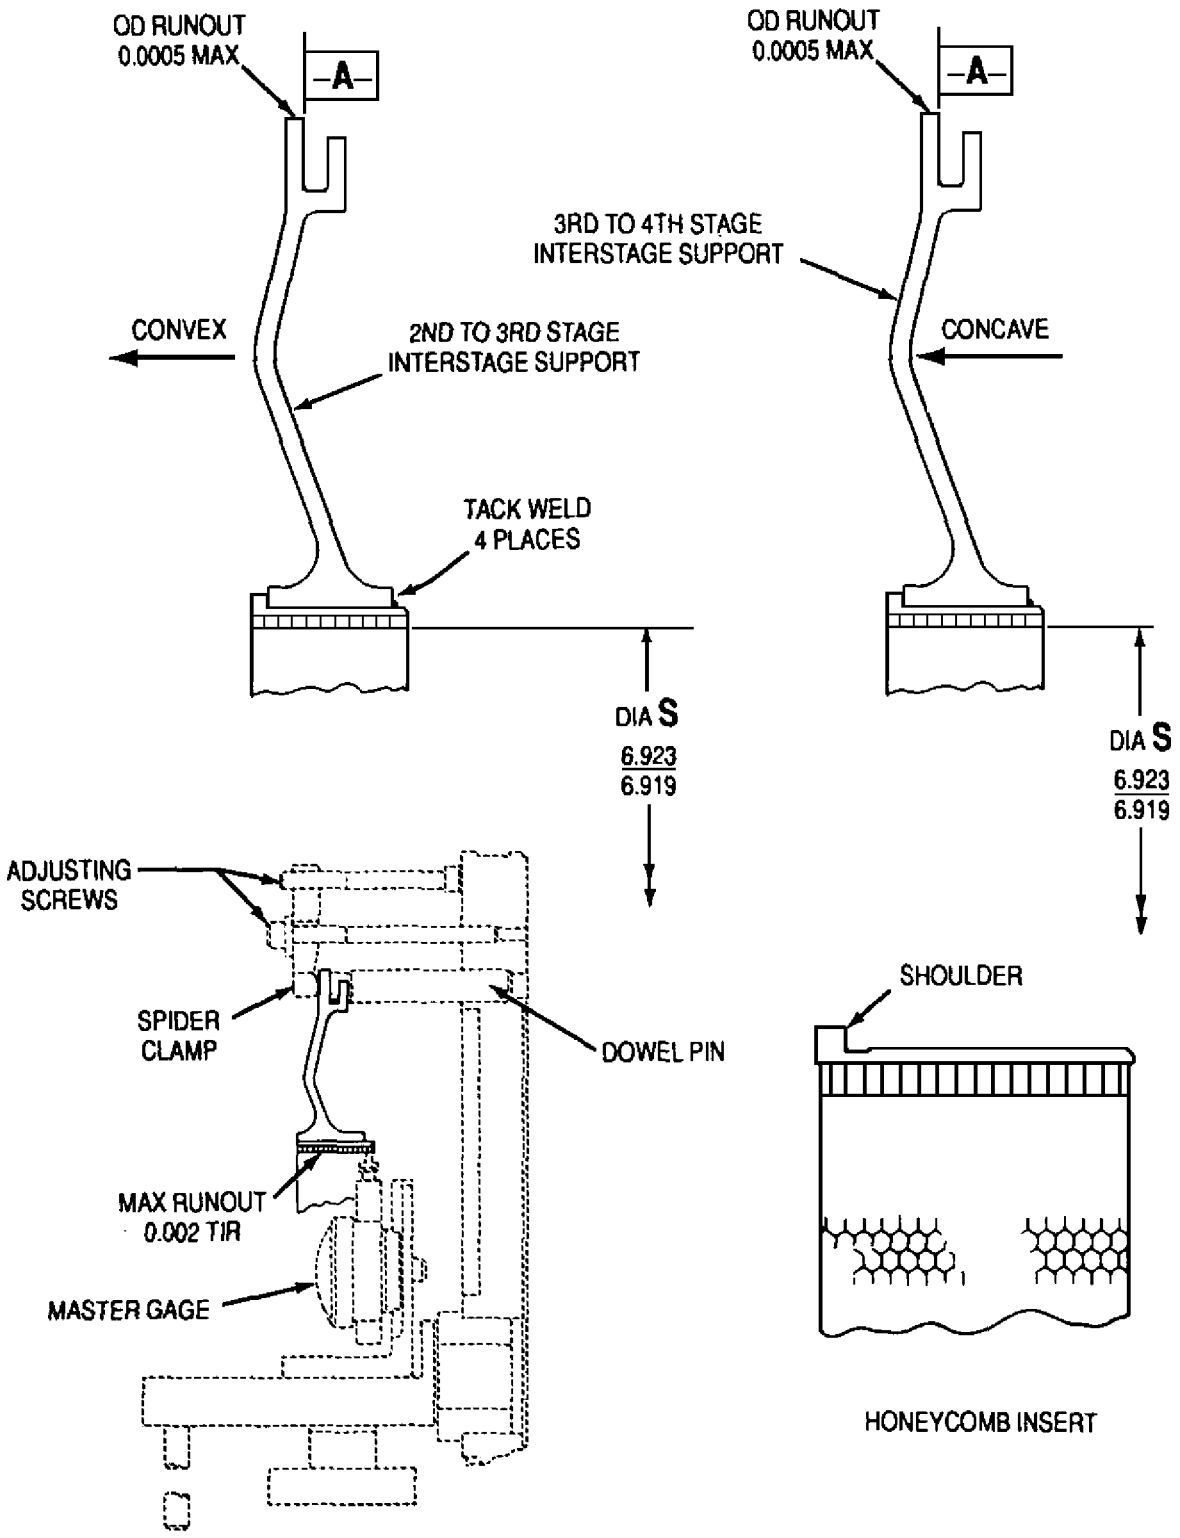

Figure 2. Interstage Support Honeycomb Insert Replacement
c. Remove interstage seal support from oven and place on detail −1 of interstage seal drift, concave side up (figure 2).
e. Using detail−2 of interstage seal drift, press honeycomb seal into interstage seal support until full contact is made on shoulder of seal (figure 2).
f. Tack weld honeycomb insert, four places, 90° apart using AMS 5786 welding wire, GTAW class IV method (figure 2).